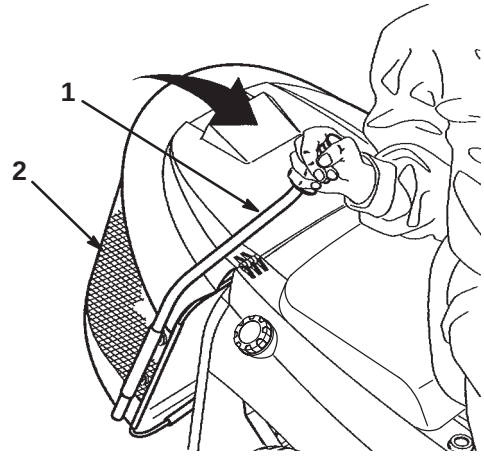

Bild 12
2. Ziehen Sie die Kollektorstange nach vorne, um den Grasfangkorb zu kippen (Bild 12).